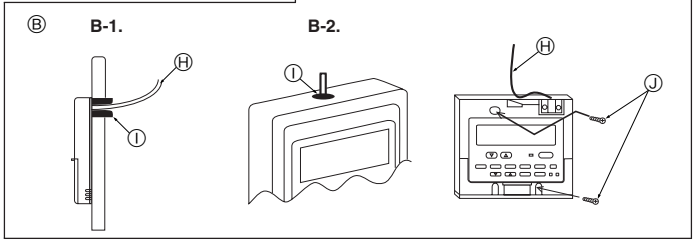

Fig. 6-3
(2) Den Wartungszugang des Fernbedienungskabel mit Kitt oder Dichtungsmittel abdichten, um das mögliche Eindringen von Tau, Wasser, Kakerlaken oder Würmern und Raupen zu verhindern. (Fig. 6-3)